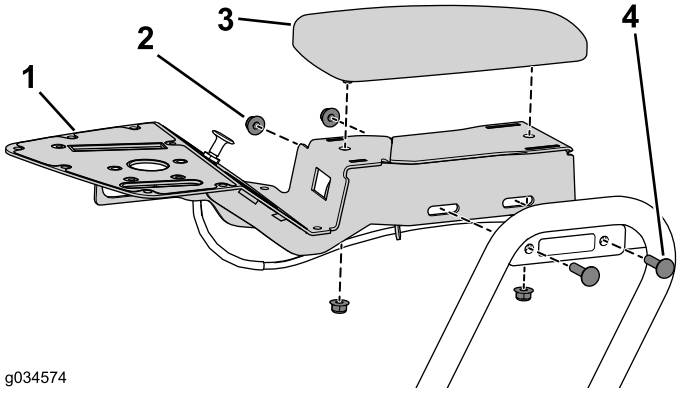

图14
1. 卸下将控制台总成固定到控制台支架的 2 个托架螺栓和凸缘螺母（图14）。
2. 卸下将扶手固定至控制台总成的 2 个凸缘螺母（图14）。